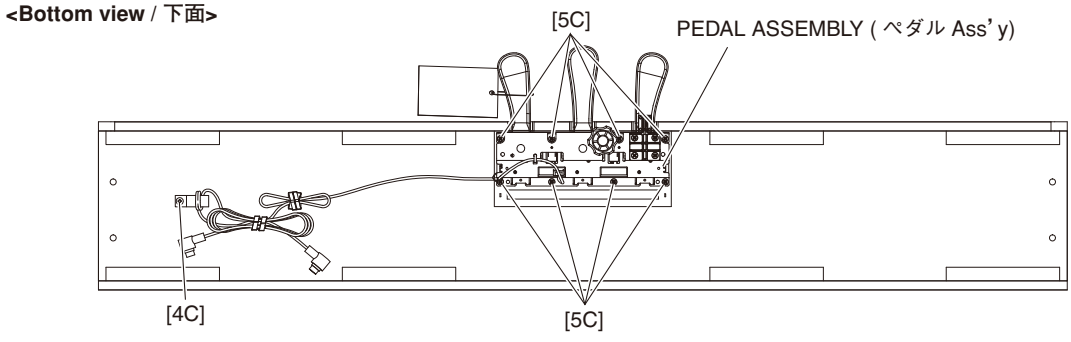

Fig. 23（図 23）
24-2. Remove the eight (8) screws marked [5C] and the screw marked [4C]. The pedal assembly can then be removed. (Fig. 23)
24-2. [5C] のネジ 8 本と [4C] のネジ 1 本を外し、ペダル Ass'y を外します。(図 23)